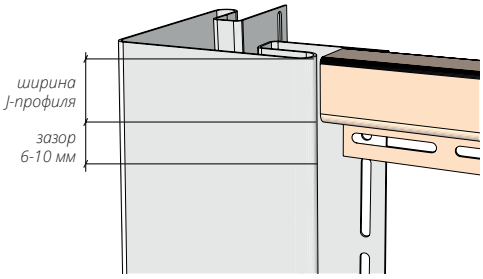

*Рисунок 22*
**12.5** На тыльной части угла делаем вырез равный ширине лицевой планки J–профиля, плюс зазор 6-10 мм (рис. 22, 23).